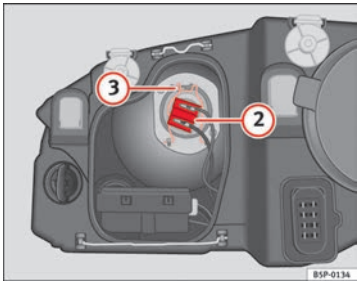

Fig. 180 Dipped beam headlights
– Remove connector ⇒ Fig. 180 (2) from the bulb.
– Unclip the retainer spring ⇒ Fig. 180 (3) pressing inwards to the right.